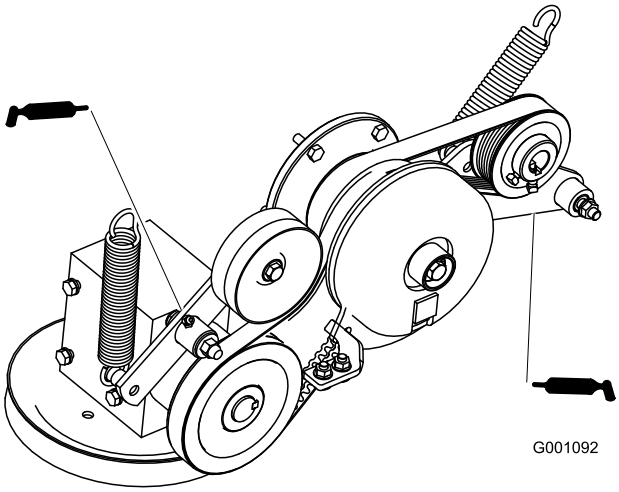

Figur 29
6. Smörj mellandrevsarmen på kraftuttagsdrivremmen (Figur 29).
7. Smörj pumpremmens mellandrevsarm (Figur 29).